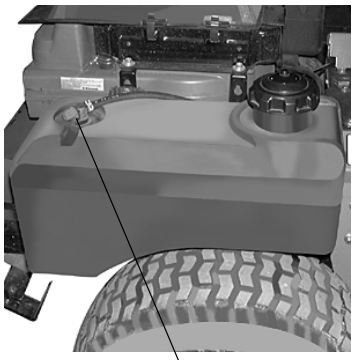

Figure. 4
7. **Fuel Shutoff Valve:** (See Figure 4.) Located on top of the fuel tank(s). When turned in a clockwise direction until it stops, it will shut off the flow of fuel to the engine. When turned in a counterclockwise direction it will open and allow fuel to flow to the engine. Close this valve anytime the mower is trailered or you are not going to run the mower for a period of 30 minutes or more to prevent flooding the engine.